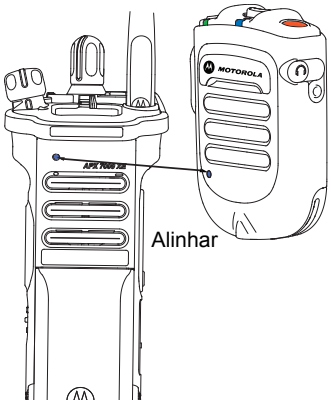

Figura 2.10: Emparelhamento do WRSM
2. Posicione o ponto azul (local de pareamento seguro) no WRSM a uma distância de 2,5 cm (1 pol.) do ponto azul (local de pareamento seguro) do rádio. Consulte Figura 2.10.